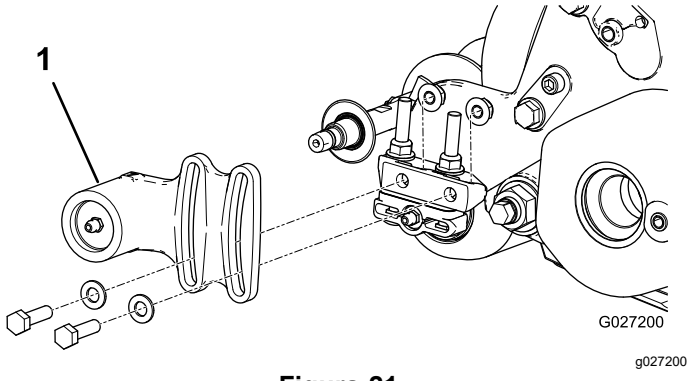
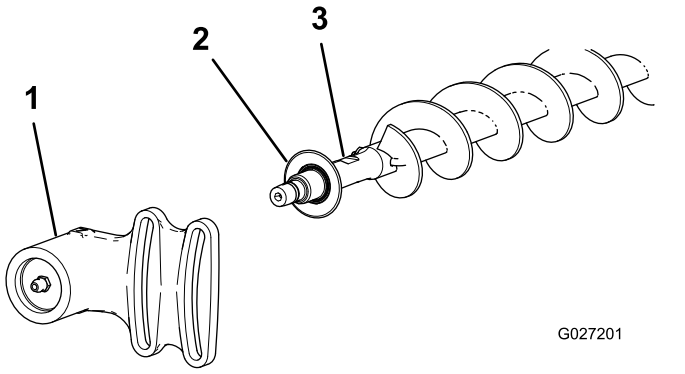

Figura 21
Figura 22
1. Se estiver instalada uma escova do rolo na unidade de corte, remova os dois parafusos, anilhas e porcas que prendem a caixa de rolamentos do lado oposto à transmissão ao suporte de montagem da caixa de rolamentos (Figura 21 e Figura 22).
2. Deslize a caixa de rolamentos do lado oposto à transmissão e o vedante de eliminação de sedimentos do eixo das escovas (Figura 22).
9. Instale o vedante de eliminação de sedimentos e a caixa de rolamentos do lado oposto da transmissão no eixo da escova (Figura 22).